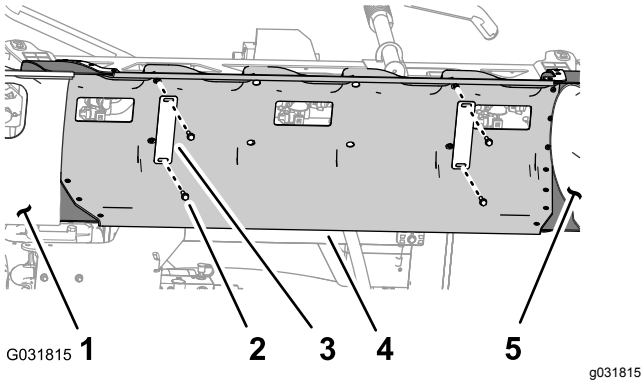

Figur 39
1. Stötta upp centersektionskåpan (elva munstycken) samtidigt som du tar bort de fyra flänsskruvar (5/16 x 1 1/4 tum) och de två kåpremmar som fäster kåpan på kåpans stödfäste (Figur 39).